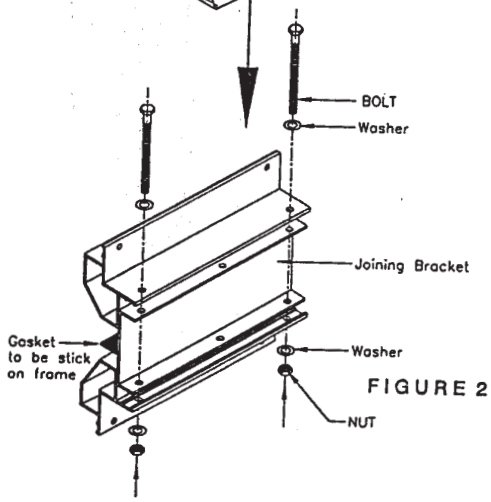

FIGURE 2
e. To install the correct quantity of joining bracket, refer to SECTION JOINING INSTRUCTION sticker. Start by placing the joining bracket between the frame and insert the bolt, nut and washer set.(refer figure 2)